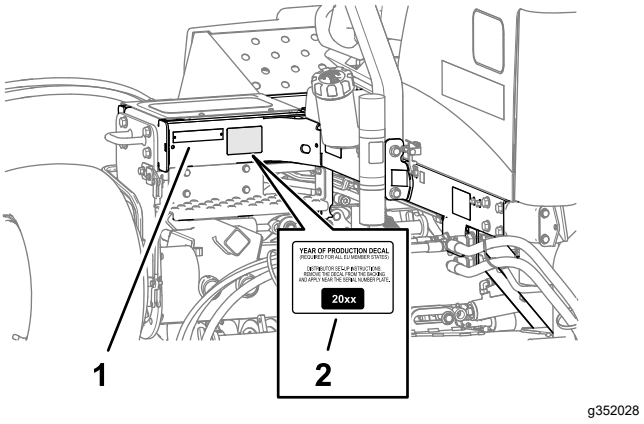

Figuur 37
1. Veeg het linkerframe dicht bij het plaatje met het model-/serienummer schoon met alcohol en laat het frame drogen (Figuur 37).
2. Verwijder de rug en breng de sticker met het productiejaar aan op het frame dicht bij het plaatje met het serienummer zoals getoond in Figuur 37.